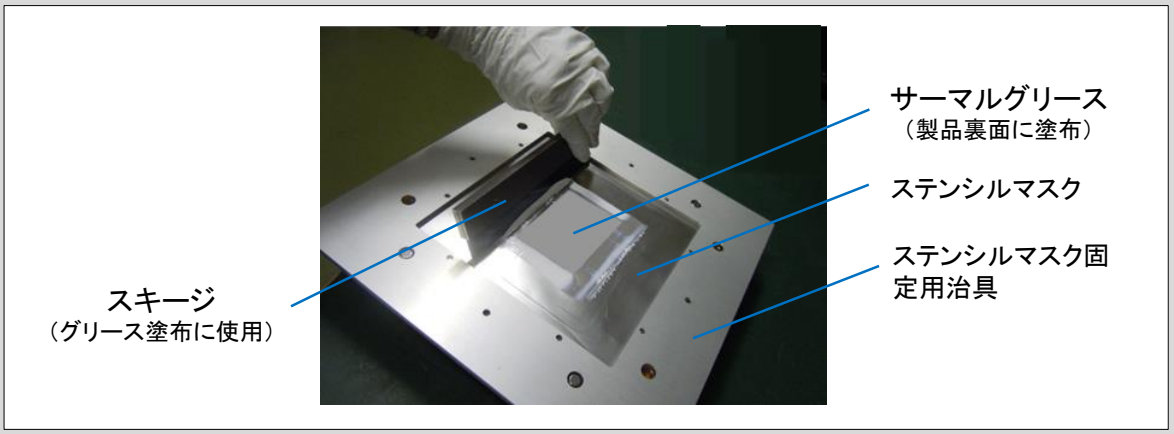

図5-1 サーマルグリース塗布の様子
- 塗布方法については、適切な厚さを管理するためにステンシル工法を推奨します(図5-1)。 推奨するステンシルマスクパターンは、巻末付録を参照ください。